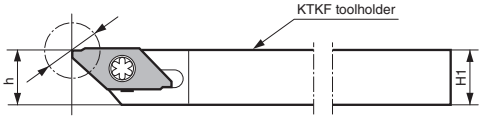

Fig.3 When a TKF-NB insert is attached
2) If the 1 mm adjustment is not possible, use the TKF..-NB. (Ref. to Fig.3)